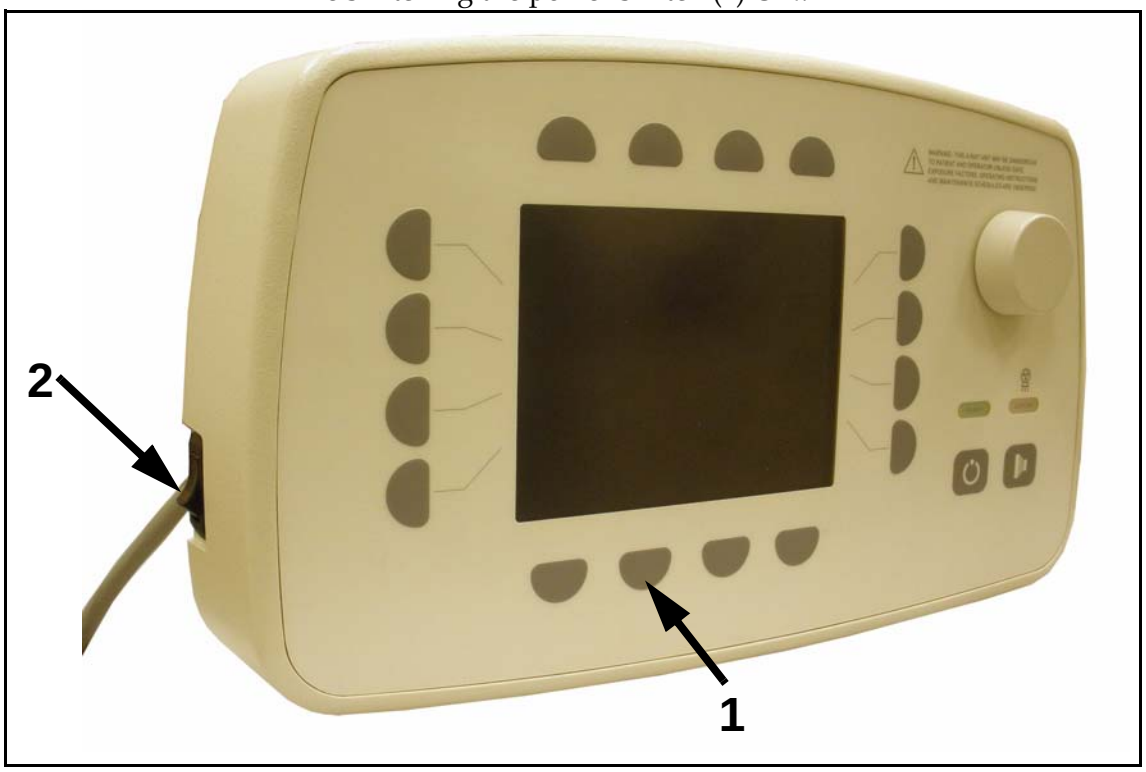

Figure 4-1. Entering Service Mode
1. Enter service mode by pressing and holding button (1 in Figure 4-1) while switching the power switch (2) ON.